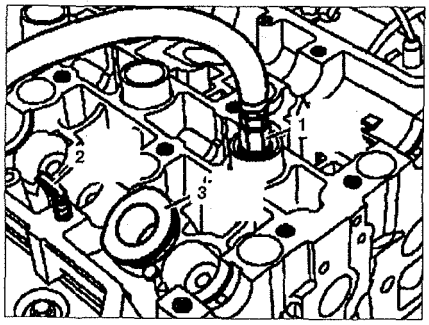

Рис. 2.37. Вставьте переходник 1 в отверстие под свечу зажигания и подайте давление воздуха в камеру сгорания (минимум 5 бар).
1. Вставьте переходник **1** в отверстие под свечу зажигания и подайте давление воздуха в камеру сгорания (минимум 5 бар), только при условии, что головка блока цилиндров установлена на блоке цилиндров (см.рис. 2.37).